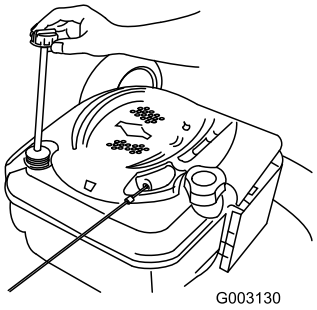

Figur 36
6. Tag målepinden ud af oliepåfyldningsrøret (Figur 36).